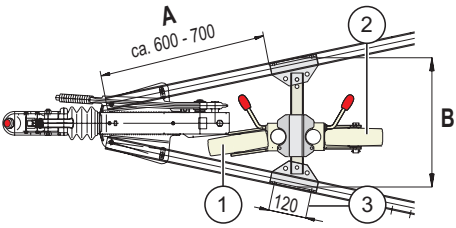

Bild 2
a. Stödhjulsbalken skall monteras ca. 600 – 700 mm från dragstångens ände (*bild2* -**A**)
d. Kontrollera även att stödhjulet kan röra sig fritt (*bild.2* -**1** och **2**)
- Borra hål med Ø12,5+0,5 på önskat ställe (*bild.2* -**3**):
- Placera stödhjulet framför eller bakom balken beroende på hur mycket spelrum som finns (*bild2* -**1** och **2**) Åtdragningsmoment 49Nm (M10 8.8)